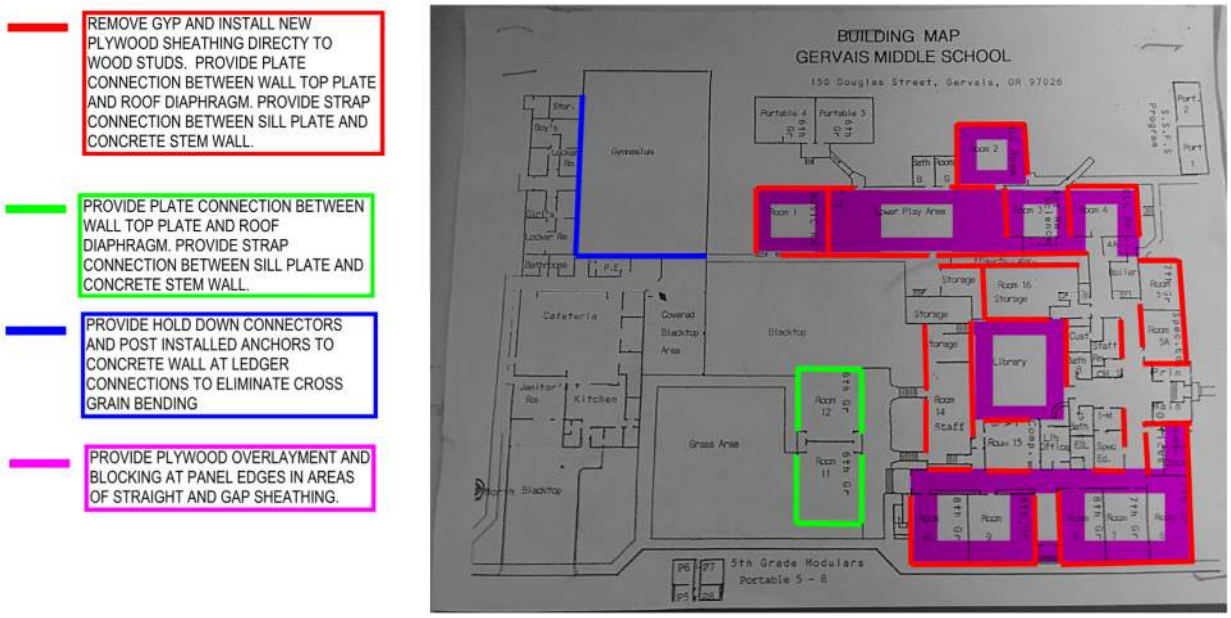
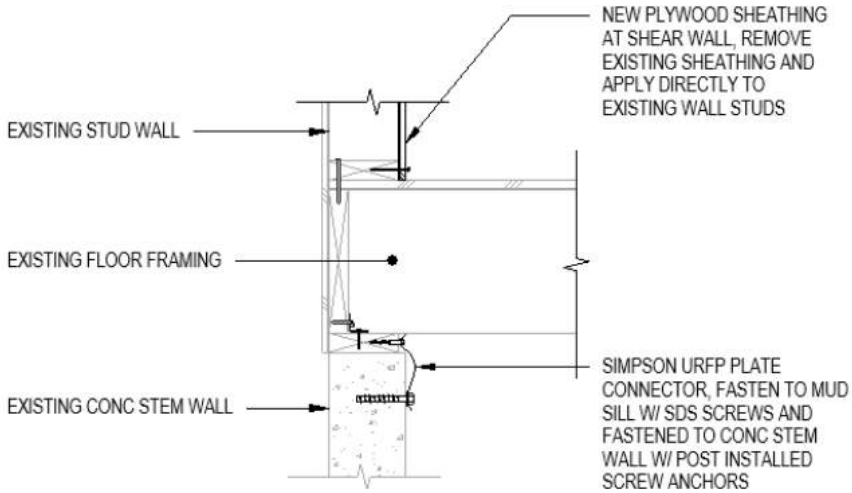
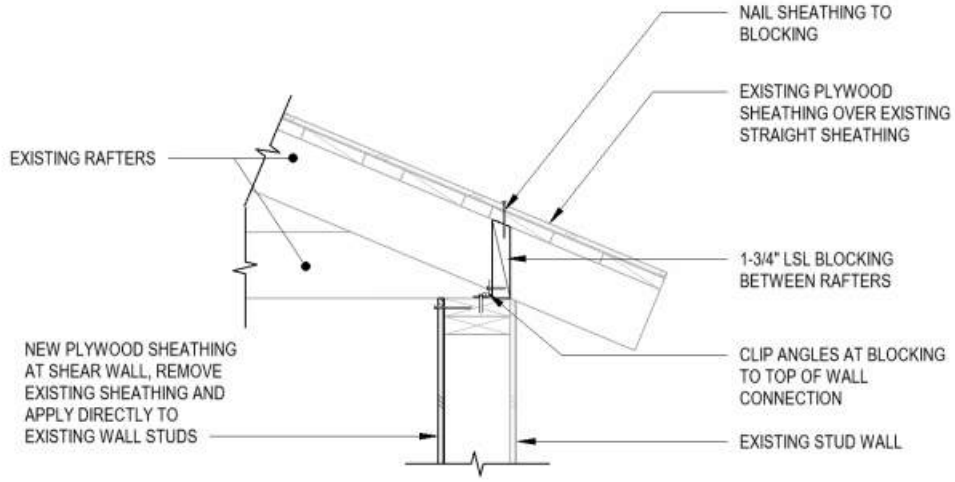

Figure 2-Shear Wall and Diaphragm Improvement Plan
Figure 3-Shear Wall to Foundation
Figure 4-Shear Wall to Roof
- The original building has a combination of gypsum sheathed wood shear walls and straight sheathed wood shear walls which are insufficient to resist seismic loads. Additionally, at these locations, connections should be added between the shear wall and roof diaphragm, and shear wall and foundation. See Figure 2 below for extents of work and Figure 3 and Figure 4 for connection improvement details recommended to mitigate this deficiency.
- The 1970 addition to the building has a sufficient amount of shear wall with plywood sheathing, however, connections between shear walls and the roof diaphragm, as well as connections between shear walls and foundations do not appear to be sufficient. See Figure 2 below for extents of work and Figure 3 and Figure 4 for connection improvement details recommended to mitigate this deficiency.
- **Diaphragm Improvements:** The original building appears to have a roof diaphragm comprised primarily of gap or straight-sheathing, all of which are unblocked that exceed allowable spans and aspect ratios (some areas may have plywood overlay). In areas where roof diaphragms span greater than 40 ft between shear walls, a new plywood overlayment should be installed and blocking should be installed at panel edges to provide sufficient capacity. See Figure 2 for approximate extents of work. Note: to minimize cost of this effort, we recommend alignment of overlay projects with re-roofing projects if possible.